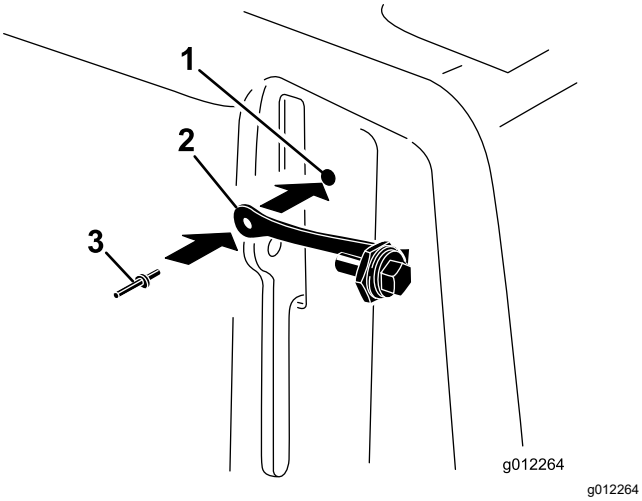

Figure 7
1. Locate the hole in the belt cover next to the latch lever (Figure 6 and Figure 7).
2. Using the hole in the belt cover, install the lanyard assembly with a pop rivet (Figure 7).